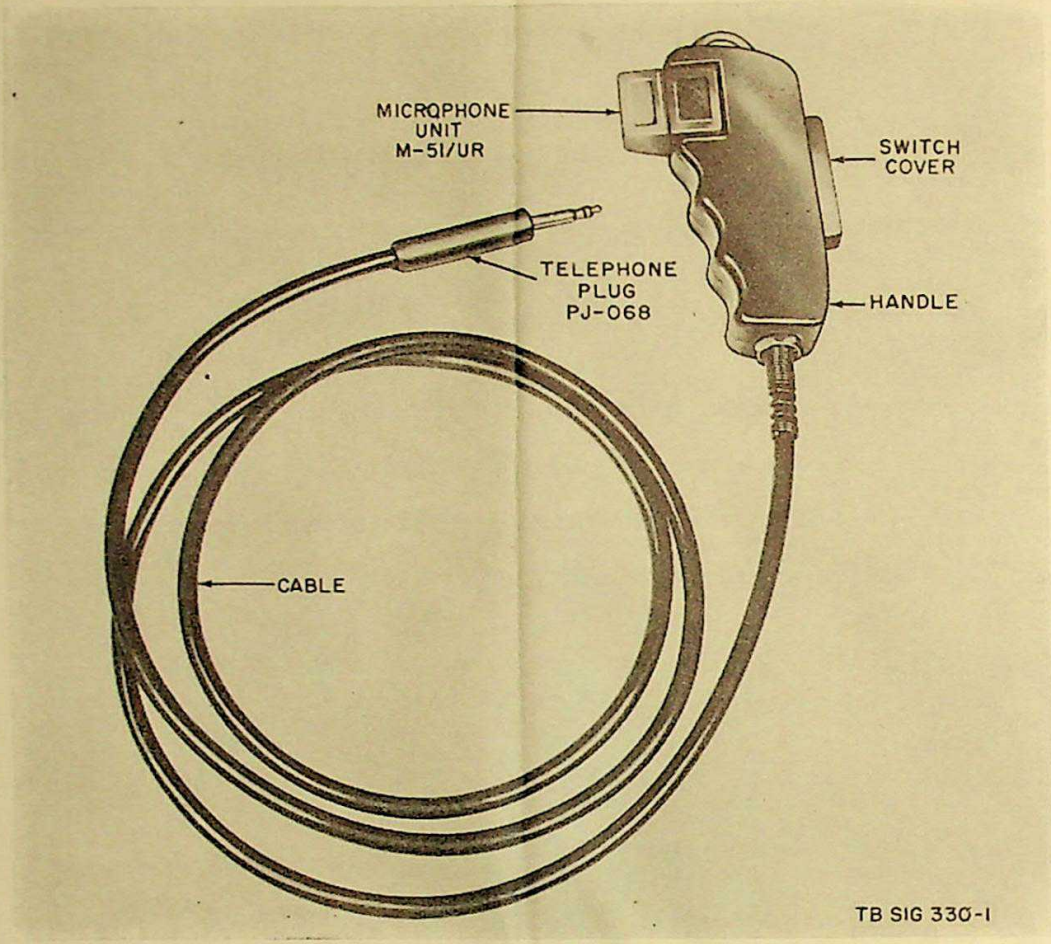

Figure 1. Microphone M-52/U.
5. Description (fig. 1). Microphone M-52/U is a hand-held, unidirectional, carbon-type microphone with a 6-foot cable that terminates in a type PJ-068 plug. Molded finger-grip depressions are on the front of the microphone; a rubber-covered push-to-talk switch is on the back. Microphone Unit M-51/UR is clipped into the upper part, and at the top is a metal loop used to hang up the microphone when not in use. Microphone M-52/U, excluding the cable and plug, is 5⅝ inches high, 3 inches deep, and 1 inch wide. Its weight, including cable and plug, is 15 ounces.
6. Operating Instructions (fig. 1). *a.* Connect Microphone M-52/U to the equipment to be used by inserting the plug into the proper jack.